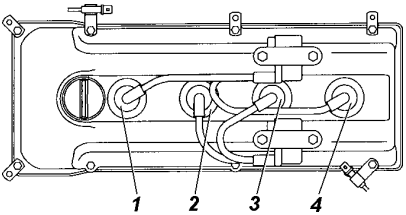

Рис. 9.26. Порядок установки высоковольтных проводов двигателя ЗМЗ-409:
11. Запрещается пуск двигателя с неправильно установленными высоковольтными проводами от катушек зажигания к свечам или с низковольтными проводами (двигатели с впрыском) к катушкам зажигания (рис. 9.26).